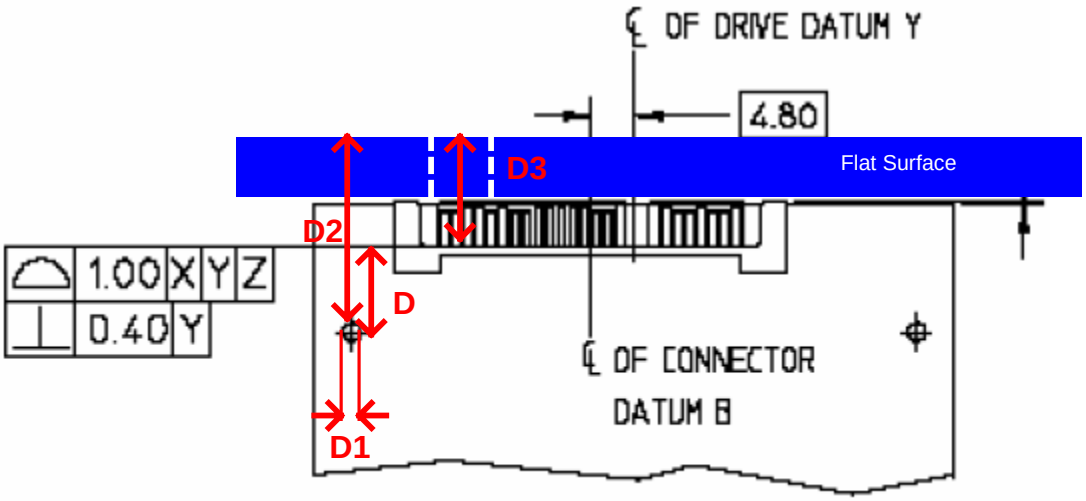

Figure 20
1. Using the inside measurement jaw of the calipers measure the width of the mounting hole as shown in Figure 20. Record the value of *D1*.
2. Using the outside measurement jaw of the calipers measure the distance from the edge of the mounting hole to the face of the flat surface as shown in Figure 20. Record the value of *D2.*
3. Using the depth measurement of the calipers measure the distance from the face of the flat surface, through a hole in the flat surface, to the base of the device tongue plug as shown in Figure 20. Record this value as D3.